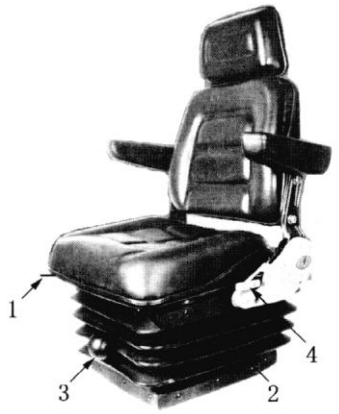

Рис. 1-30.
1.6 Регулировка сиденья оператора (Рис. 1-30)